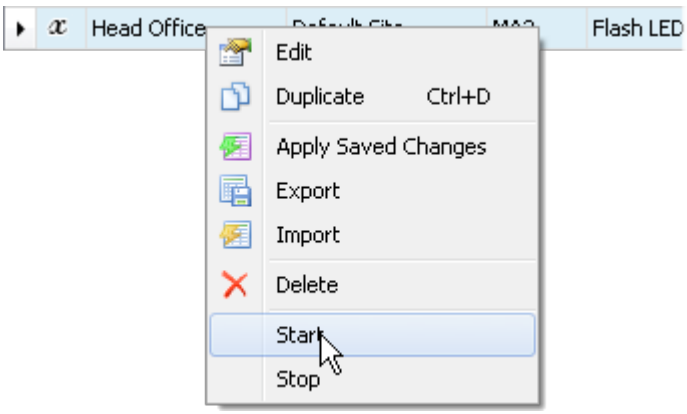

Figure 37
2. Right-click the macro in the automation the macro panel and select 'Start'. (***Figure 37***)